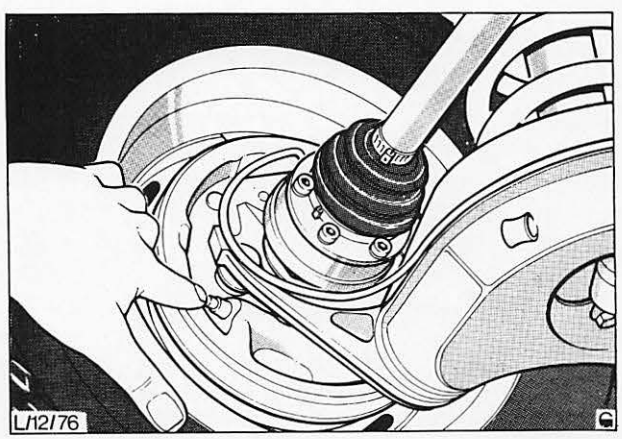

Abb. 67 Spiel der Prüfstifte prüfen
3. Spiel der Prüfstifte prüfen, Abb. 67. Liegt dieses Spiel zwischen 1,0 und 2,5 mm (Spiel **beider** Prüfstifte), dann ist die Handbremsanlage richtig eingestellt. Ist kein Spiel vorhanden, oder überschreitet das Spiel das obige Maß, dann muß die Handbremse eingestellt werden.